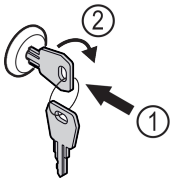

Fig. 130 Voorbeeld
▶ Sleutel erin duwen *Fig. 130 (1)*.
▶ Sleutel 90° rechtsom draaien *Fig. 130 (2)*.